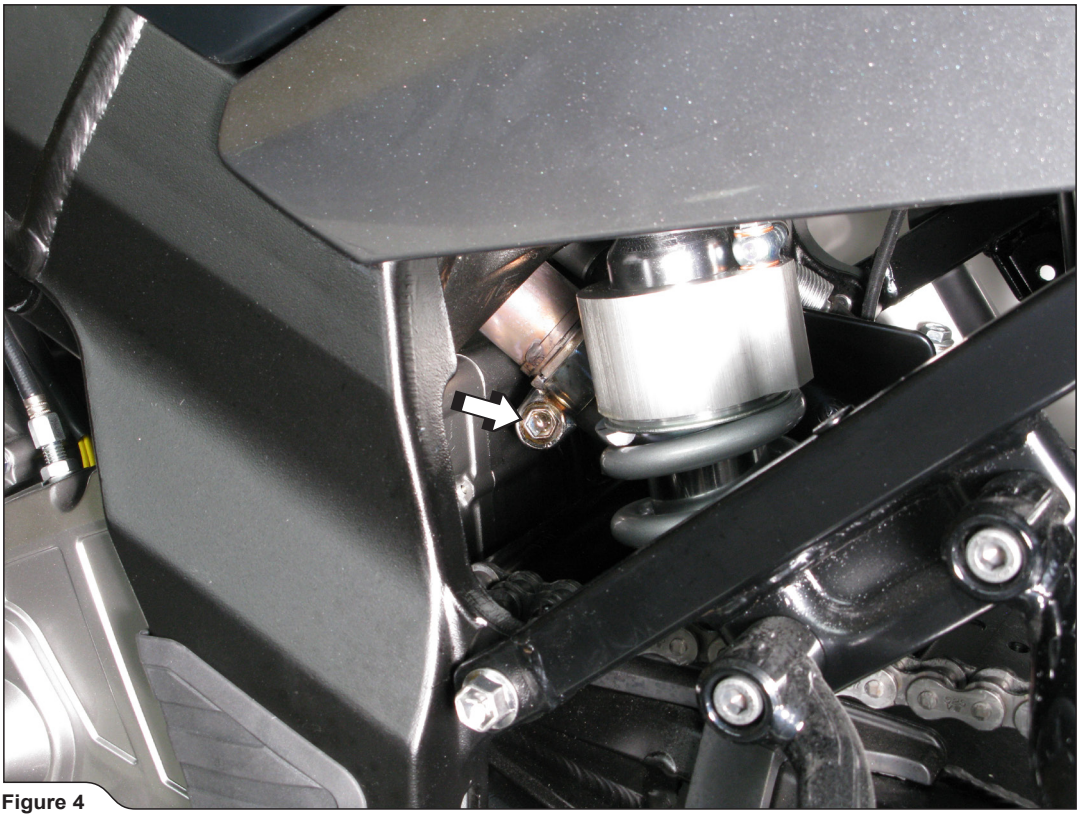

Figure 4
5. Loosen the marked header - collector joint clamp **(Figure 4).**